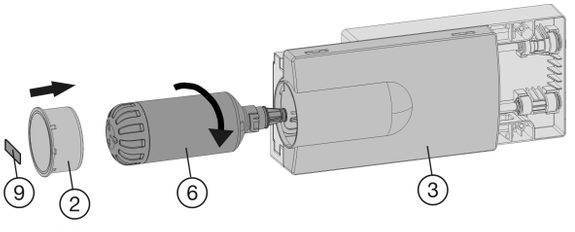

*Fig. 41*
- ▶ Mettre le couvercle du tiroir *Fig. 41 (3)* en place.
- ▶ Enlever le film transparent du filtre à eau *Fig. 41 (6)*.
- ▶ Mettre le filtre à eau *Fig. 41 (6)* en place et le tourner d'env. 100° vers la droite jusqu'à la butée.
- ▶ Poser le couvercle du filtre *Fig. 41 (2)*.